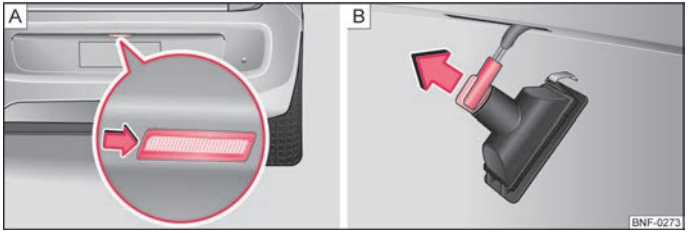

Fig. 122 Replacing the bulb for the number plate light
- Insert a suitable thin object, e.g. a screwdriver into the recess in the region of the arrow and carefully prise the number plate light out of the bumper ⇒ Fig. 122 - A.
- Rotate the lamp holder **in a counter-clockwise direction** and remove it in the direction of the arrow ⇒ Fig. 122 - B.